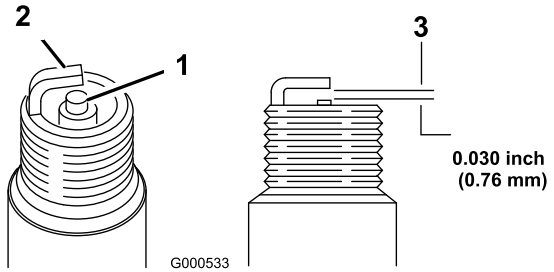

Rysunek 30
2. Odłącz kabel od świecy zapłonowej (Rysunek 30).
5. Ustaw przerwę na świecy na 0,76 mm (Rysunek 30).